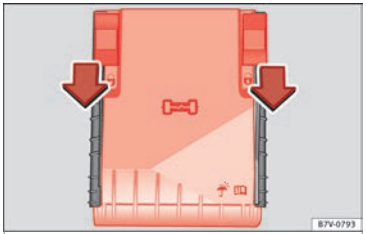

Fig. 60 In the engine compartment: fuse box cover
- Move the attachment tabs forwards, in the direction indicated by the arrow to release the fuse box cover ››› **Fig. 60**.